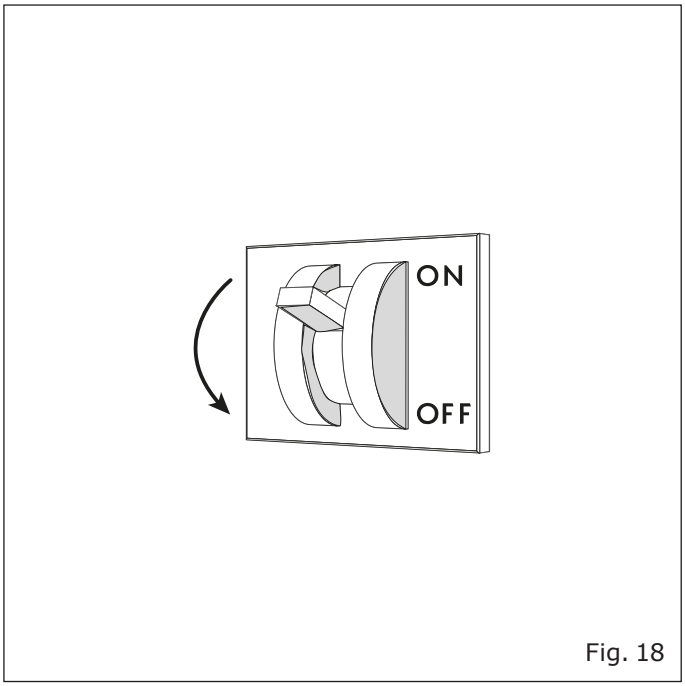

Fig. 18
- Retirar a tensão elétrica ao balcão através do interruptor secionador geral colocado na parede ("Fig. 18").